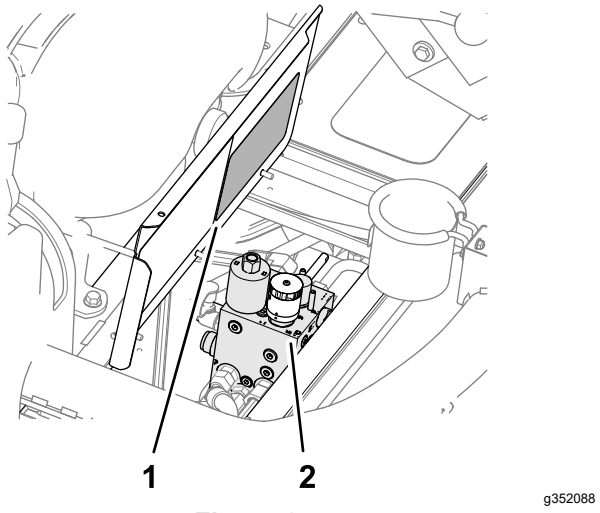

Figur 42
4. Åbn platformens dæksel (Figur 42).